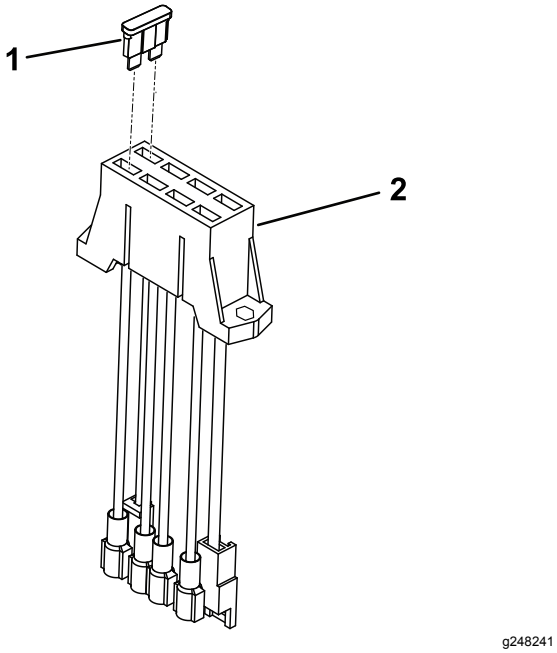

Figuur 7
4. Breng de 20 A zekering aan in de gleuf van de zekeringhouder (Figuur 7).